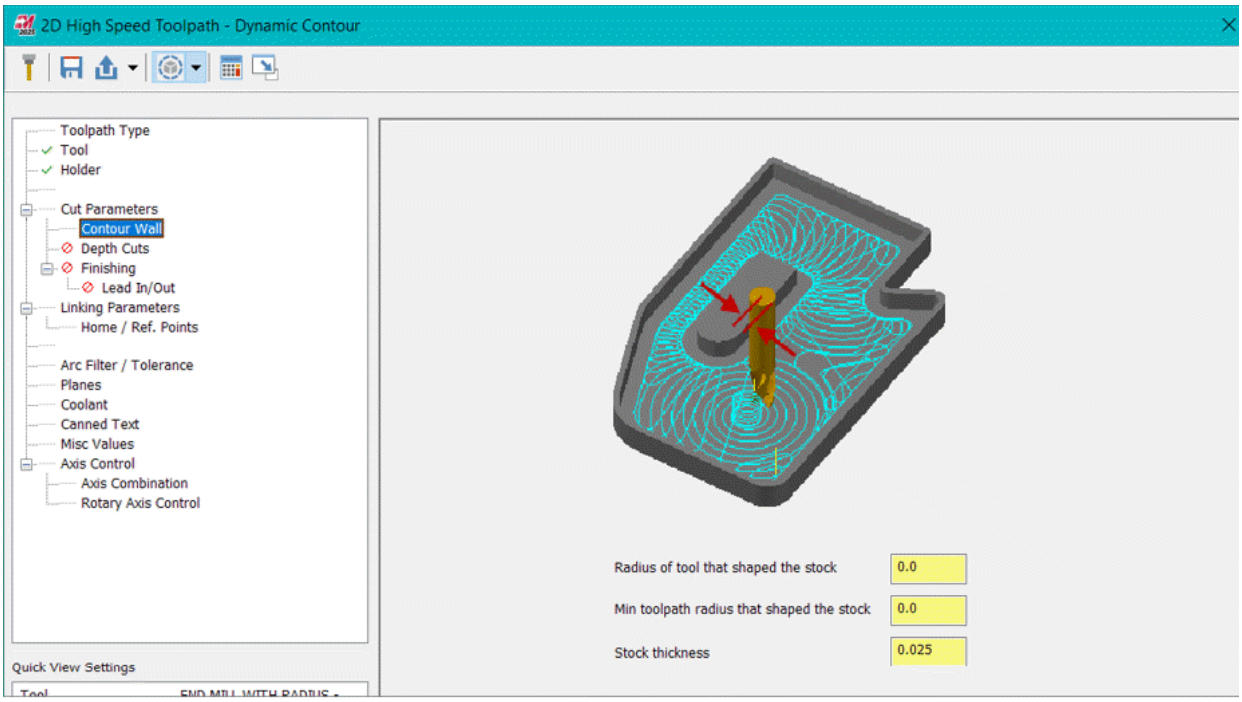

Figure-38. Dynamic contour wall options
- Click on the **`Contour Wall`** option from the left area to specify parameters related to contour walls; refer to Figure-38. Based on the parameters specified for contour wall, dynamic toolpaths will be generated automatically by Mastercam.